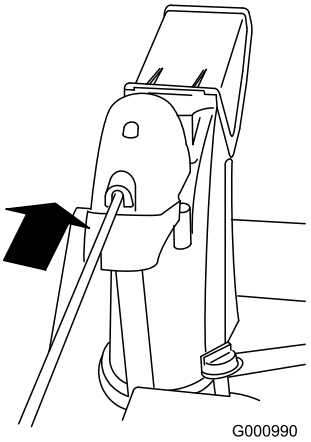

Figur 15
4. Sæt stangens forende ind i åbningen bag på sliskegeardækslet, indtil den går ind i sliskegearet (Figur 15).